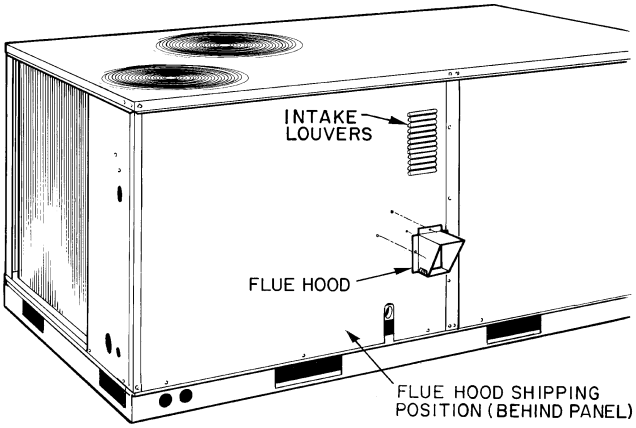

**Fig. 7 — Flue Hood Details**
**Step 5 — Install Flue Hood —** Flue hood is shipped screwed to the burner compartment access panel. Remove from shipping location and, using screws provided, install flue hood and screen in location shown in Fig. 7.